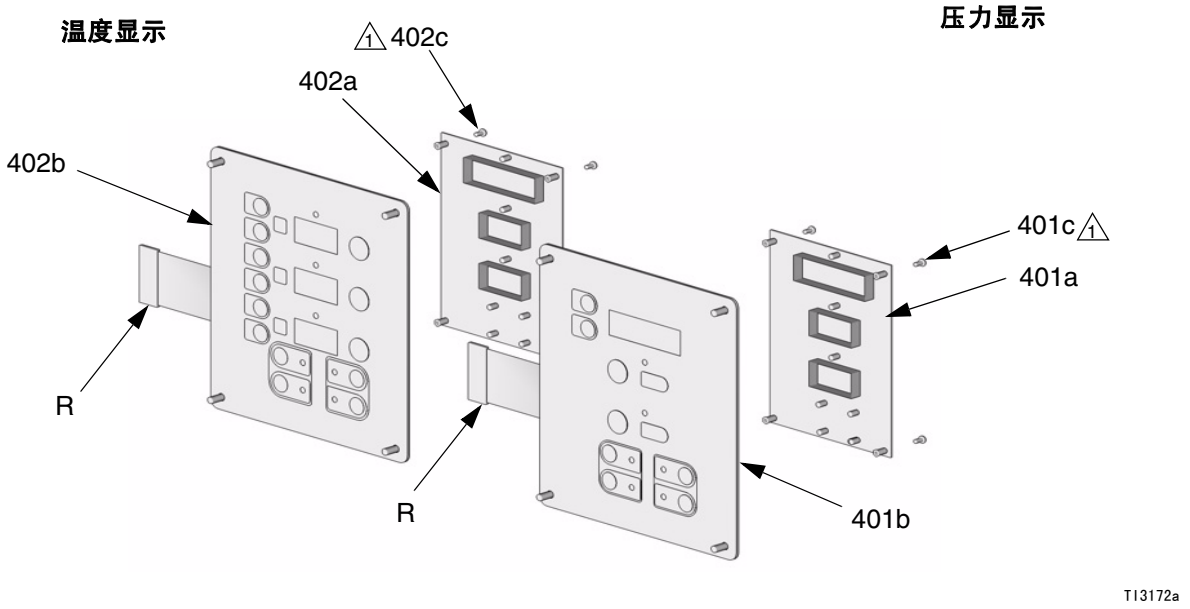

图 17. 显示组件
5. 从显示组件的左下角断开主显示电缆（20）的连接，图 17。
10. 拆开显示板，详图见 图 17。
12. 按相反次序重新组装，见 图 17。在所示位置涂抹中等强度的螺纹密封剂。一定要用螺钉（412）将显示电缆的接地导线（G）牢固固定在电缆套和盖（404）之间。同时也要检查 Reactor 背面的接地情况，见下图。
5. 卸下螺钉（ 409, 410 ）和盖（ 404 ），图 17。